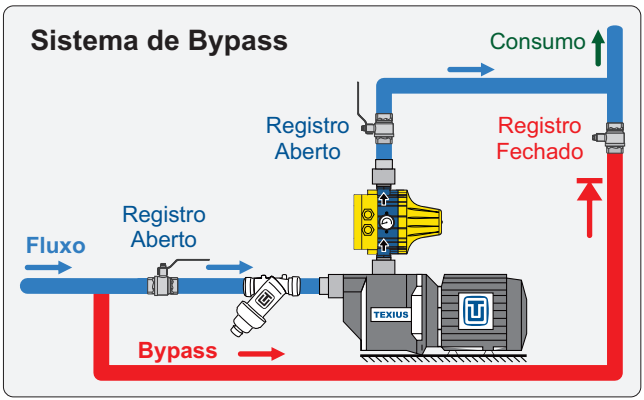

Figura 2 - Instalação em sistema de *Bypass*
6.10 Instalar o pressurizador em sistema de *bypass* conforme mostrado na figura 2. Os registros localizados na sucção e recalque da bomba devem ficar sempre abertos e o registro do *bypass* deve ficar sempre fechado. Se essas condições não forem atendidas, o pressurizador não irá desligar, pois a água ficará recirculando pelo *bypass*.